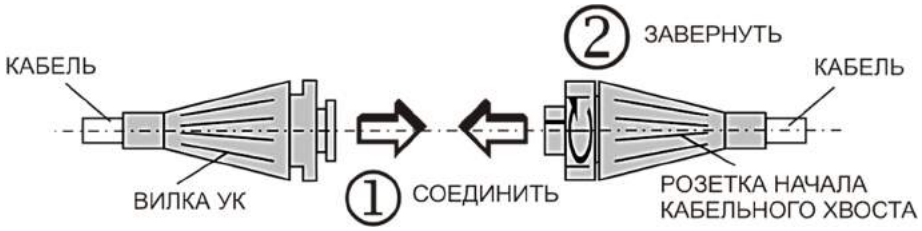

Рис.10. Соединение кабельных хвостов
2.2.3. Для соединения кабельных хвостов нужно (рис.10):